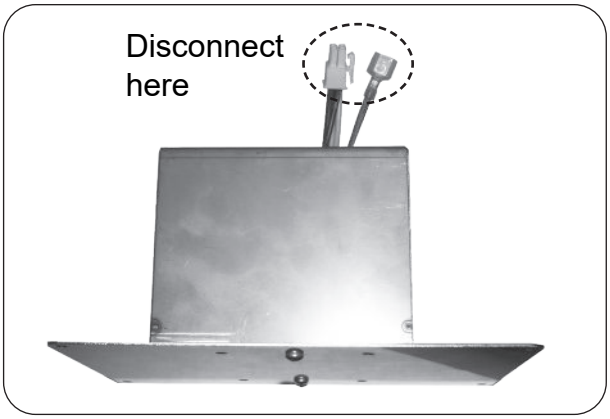

Fig. 50-2 Disconnect wire harness and groundwire (and power cord)
3. Disconnect the power supply cord. Then disconnect the wire harness and ground wire (see Fig. 50-2). Completely remove the box from the enclosure for ease of fuse replacement.